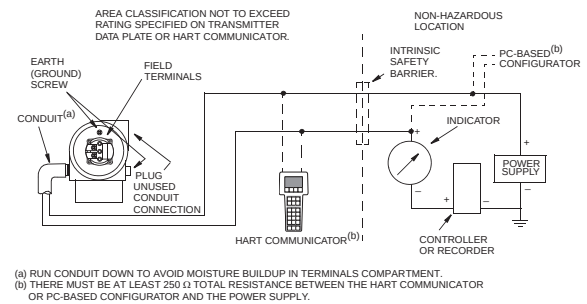

Figure 13. Loop Wiring Transmitters
7. Connect receivers (such as controllers, recorders, indicators) in series with power supply and transmitter as shown in Figure 13.
10. A HART Communicator or PC-Based Configurator can be connected in the loop between the transmitter and the power supply as shown in Figures 13 and 14. Note that a minimum of 250 Ω must separate the power supply from the HART Communicator or PC-Based Configurator.